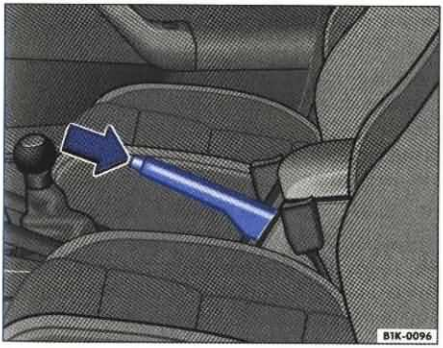

Rys. 115 Hamulec ręczny między przednimi siedzeniami
– Dźwignię ręcznego hamulca pociągnąć mocno w górę ⇒ rys. 115.
– Pociągnąć dźwignię nieco w górę, wcisnąć przycisk blokujący w kierunku strzałki ⇒ rys. 115 i przesunąć dźwignię hamulca całkowicie w dół ⇒ ⚠.